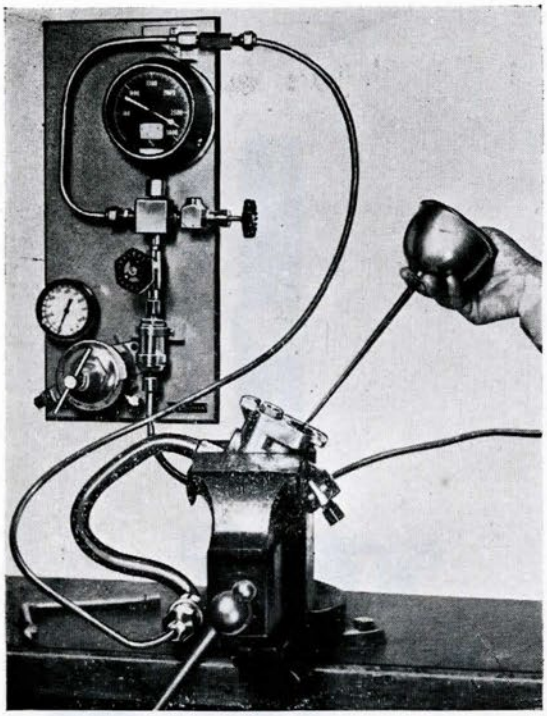

Figure 140
(b) Squirt oil (C) around charging check valve seat and watch for bubbles (Fig. 140).